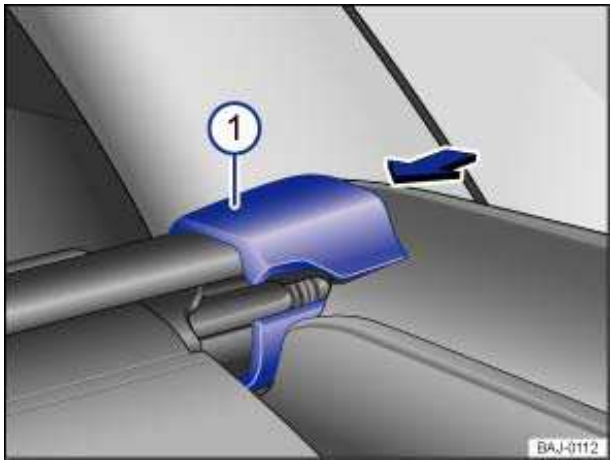

Fig. 99 In the luggage compartment: removing the luggage compartment cover.
- Push the holder in the direction of the arrow ⇒ fig. 99 (1).
- Lift the luggage compartment cover up by the holder (1) and remove it.